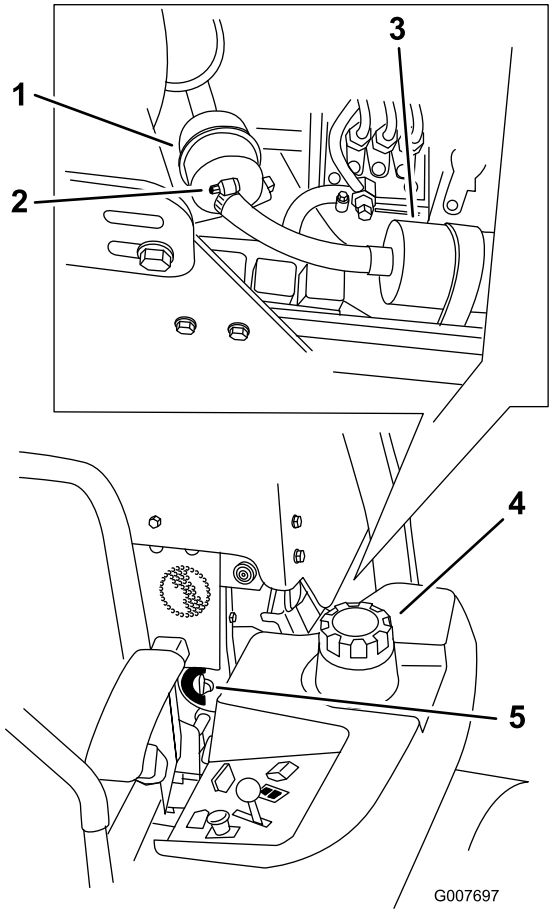

Figur 51
4. Luk brændstofafbryderventilen(Figur 51).
5. Løsn de to slangeklemmer, og kobl brændstofledningerne fra brændstoffilteret (Figur 51).
6. Sæt et nyt filter i. Kobl brændstofledningerne til brændstoffilteret, og monter de to slangeklemmer (Figur 51).